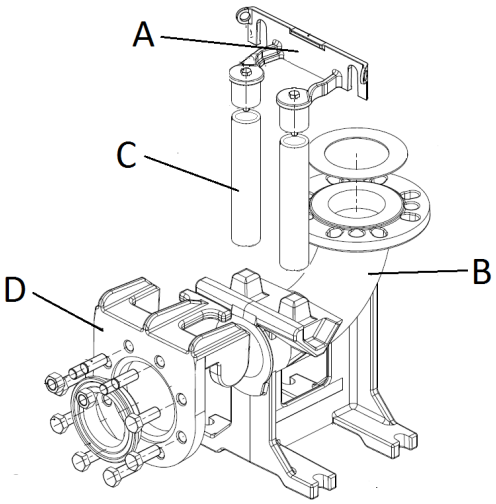

Fig. 5
- Fixar o estribo de ancoragem dos tubos (fig. 5 - pos. A) de guia no bordo do tanque.
- Posicionar no fundo do poço o pé de suporte para o acoplamento automático (fig. 5 - pos. B) e controlar, através de um fio de prumo, que as saliências cónicas para o engate dos tubos guia estejam perfeitamente perpendiculares às correspondentes saliências do estribo de ancoragem do bordo do tanque. Verificar também que o pé esteja plano por meio de um nível de bolha de ar.
- Marcar a posição das aberturas presentes no pé de suporte, então levantar o comprimento exacto dos tubos de guia (fig. 5 - pos. C).
- Montar o flange especial (fig. 5 - pos. D) em corrediça e guia na boca de compressão da bomba e enganchar a corda ou corrente na pega ou abertura na parte superior do corpo.